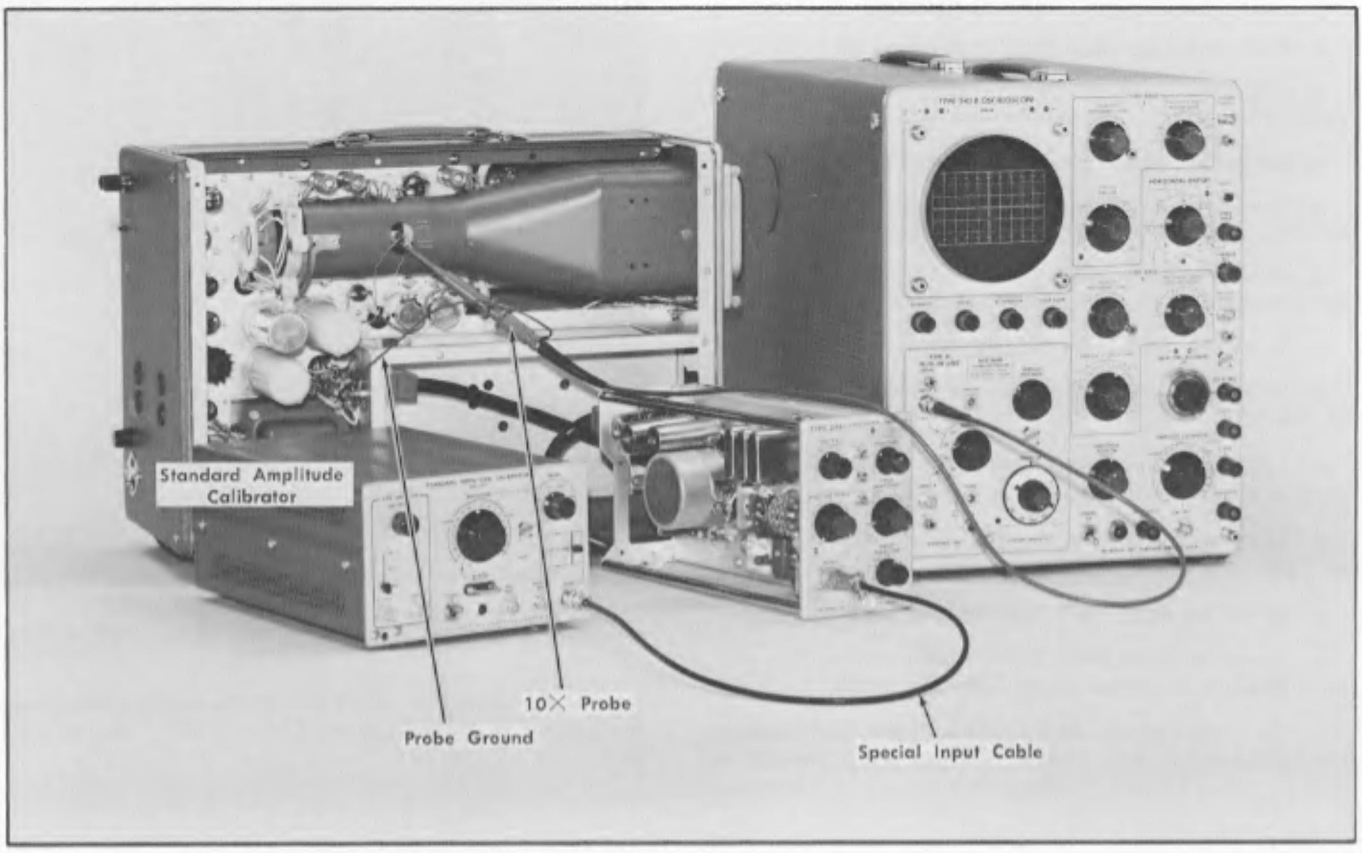

Fig. 6-18. Initial test equipment setup for steps 12 through 14.
a. Test equipment setup is shown in Fig. 6-18.